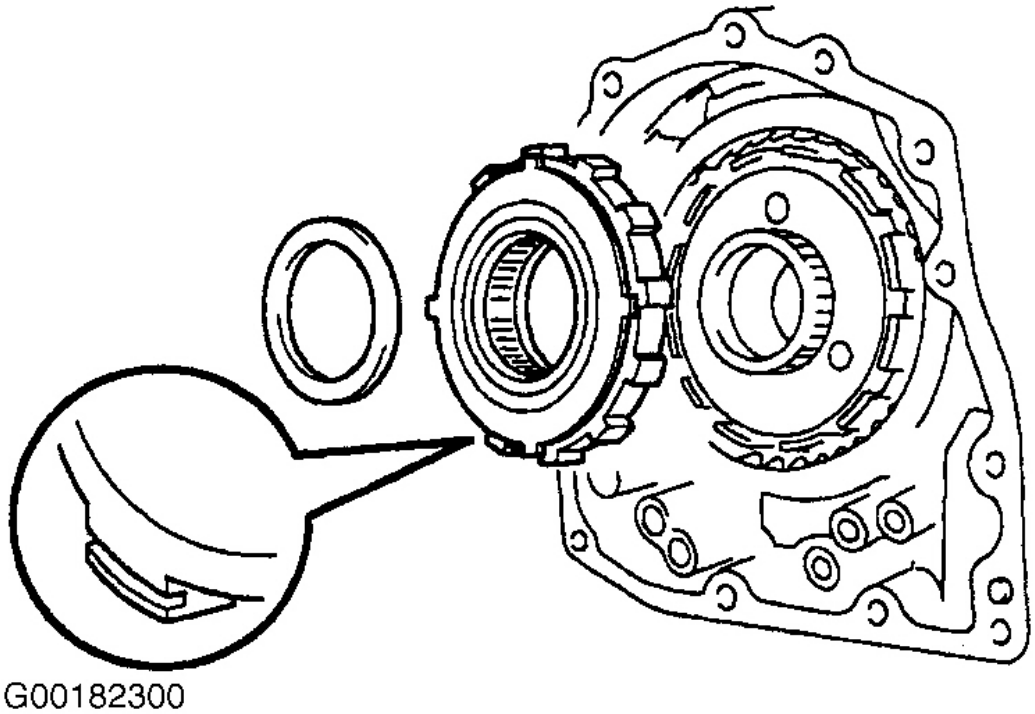

Fig. 67: Installing No. 1 One-Way Clutch
15. Install No. 1 one-way clutch and thrust bearing into outer sleeve. Ensure non-colored (natural) race on thrust bearing is visible upon installation. See **Fig. 67**. Coat thrust washer No. 1 with petroleum jelly and install on rear planetary sun gear. Coat thrust bearing with petroleum jelly and install on rear planetary sun gear. Install rear planetary sun gear onto rear planetary gear.